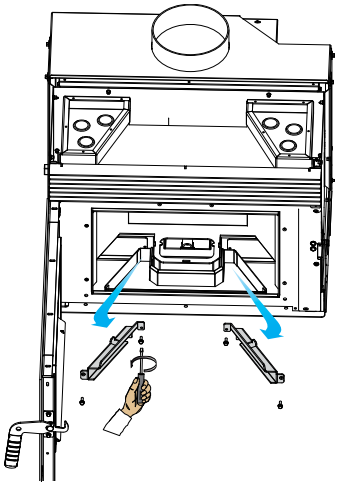

Abb. 7.17
D) Die seitlichen feuerfesten Griffe der Innenplatten entfernen (Abb. 7.17),